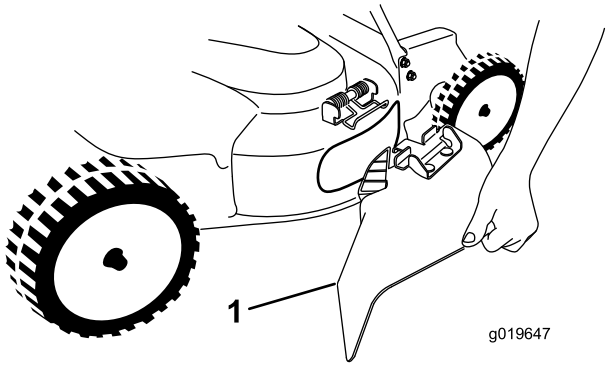

Figura 21
5. Para instalar el conducto de descarga lateral (Figura 21), tire hacia arriba del muelle, coloque el conducto sobre la abertura, y baje el muelle sobre las pestañas de la parte superior del conducto de descarga.